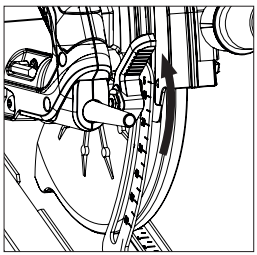

Fig. 10
- Desaperte o mecanismo de bloqueio do ajuste da profundidade puxando a alavanca de operação para cima. **(Fig. 10)** (CCSL mostrada. Todos os outros modelos são semelhantes).